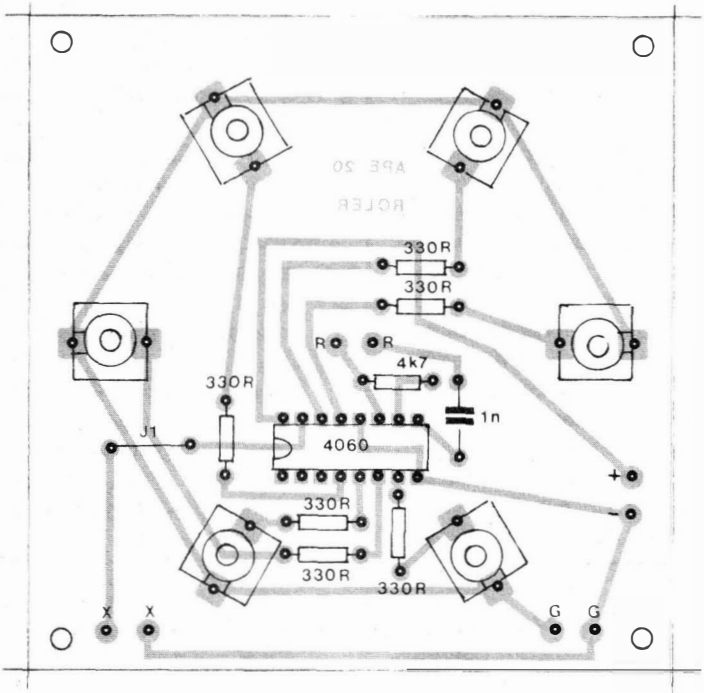

Fig. 3
A fig. 3 (placa vista pelo lado não cobreado, com o "chapeado" da montagem) detalha o posicionamento das peças sobre o Circuito Impresso. Observar a posição do Integrado, os valores dos resistores, a colocação dos 6 jaques e a existência de um **jumper** (J1), formado por um simples pedaço de fio interligando duas ilhas. Algumas "não ocupadas" na fig. 3 destinam-se às ligações externas detalhadas adiante.
- 4-A - Os terminais **vivo** (V) e **terra** (T) de cada um dos 6 jaques deverão ser "encompridados" com pedaços de fio nú e rígido previamente soldados a esses terminais.
- 4-B - Estilização dos jaques no "chapeado" (fig. 3) destacando-se a importante identificação dos seus terminais.